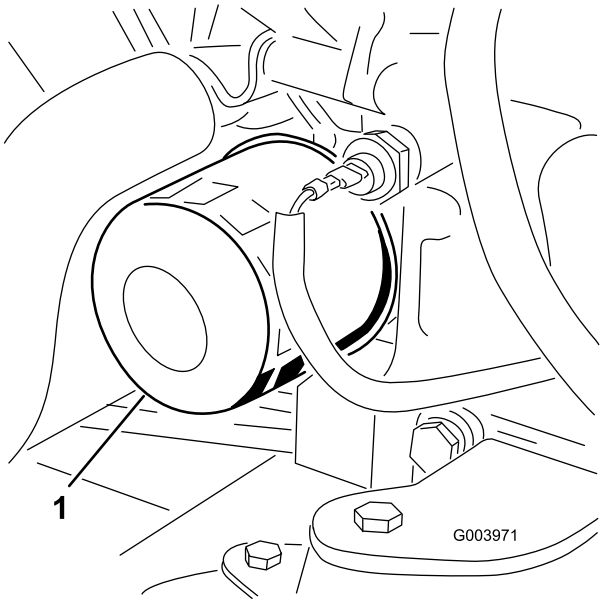

Figuur 56
3. Verwijder het oliefilter (Figuur 56).